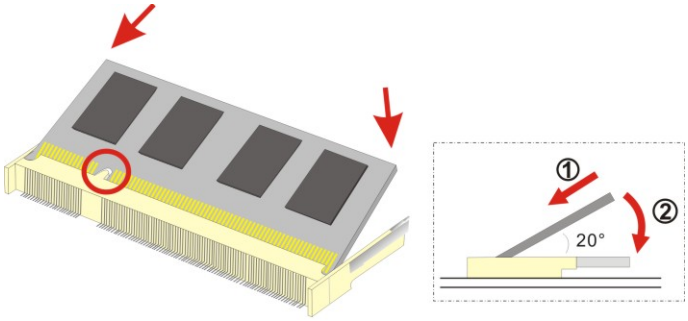

**Figure 4-1: SO-DIMM Installation**
To install a SO-DIMM into a SO-DIMM socket, please follow the steps below and refer to **Figure 4-1**.
**Step 3:** **Insert the SO-DIMM**. Push the SO-DIMM chip into the socket at an angle. (See **Figure 4-1**)
**Step 4:** **Open the SO-DIMM socket arms**. Gently pull the arms of the SO-DIMM socket out and push the rear of the SO-DIMM down. (See **Figure 4-1**)